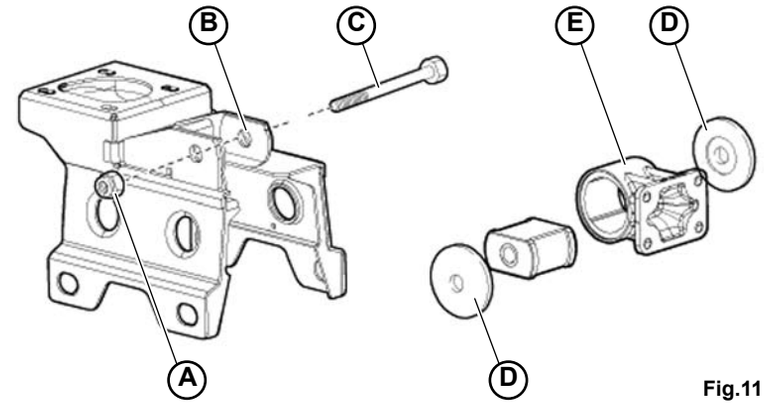

Fig.11
- Keeping the shift lever device support holes (**B-Fig.11**) aligned with the silentblock (**E-Fig.11**) and washer (**D-Fig.11**) central hole, introduce the bolt (**C-Fig.11**) and screw the selflocking nut (**A-Fig.11**); tighten to the prescribed torque: